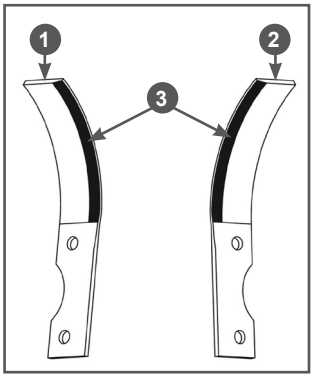

Рис. 4 Ножи фрез
2.1 Разделите ножи фрез на правые и левые. Правые ножи 1 при установке на правую фрезу будут иметь изгиб в сторону от редуктора, левые ножи 2 при установке на правую фрезу будут иметь изгиб в сторону редуктора (Рис. 4).